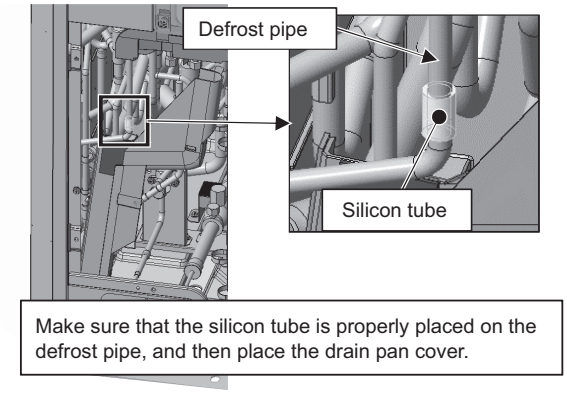

Figure 9
(3) Make sure that the silicon tube is properly placed on the defrost pipe, and then place the drain pan cover. Place the drain pan cover along the defrost pipe, and fit it to the drain pan. (See Figures 9 and 10.)